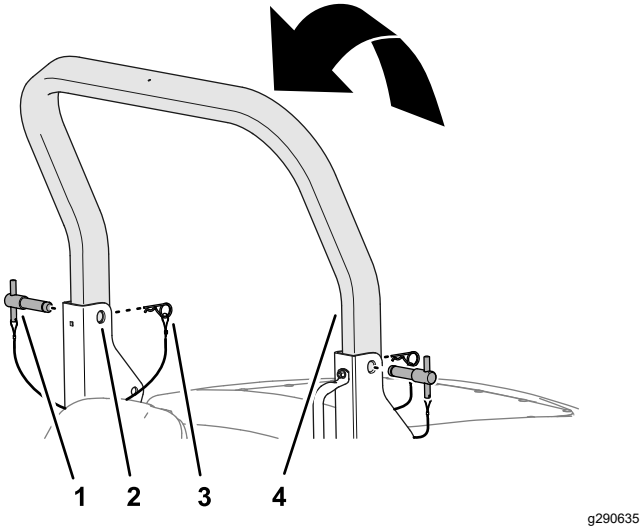

**Figur 29**
3. Hæv den øvre styrtbøjle, indtil hullerne i styrtbøjlen flugter med aksebeslagene (Figur 29).
4. Sæt styrtbøjlestifterne gennem de øverste huller i aksebeslagene og den øvre styrtbøjle (Figur 29).
5. Fastgør styrtbøjlestifterne i aksebeslagene med låseclipsene (Figur 29).